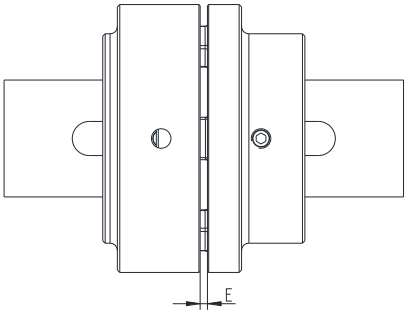

Bild 8: Kupplungseinbau
- Verschieben Sie die Aggregate in axiale Richtung, bis das E-Maß erreicht ist (siehe Bild 8).
- Wenn die Aggregate bereits fest montiert sind, ist durch axiales Verschieben des Nocken- bzw. Taschenteils auf den Wellen das E-Maß einzustellen (siehe Bild 8).